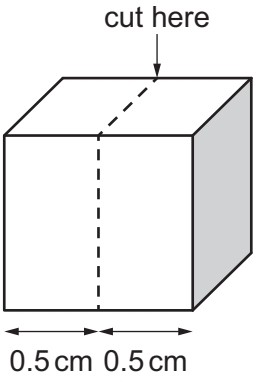

Figure 1.2
step 4 Put one of the remaining cubes of potato onto the white tile. Use the ruler and scalpel to measure and cut the cube of potato as shown in Figure 1.2. This will make **two** equal-size pieces. The total surface area of the two pieces is 8 cm^2.